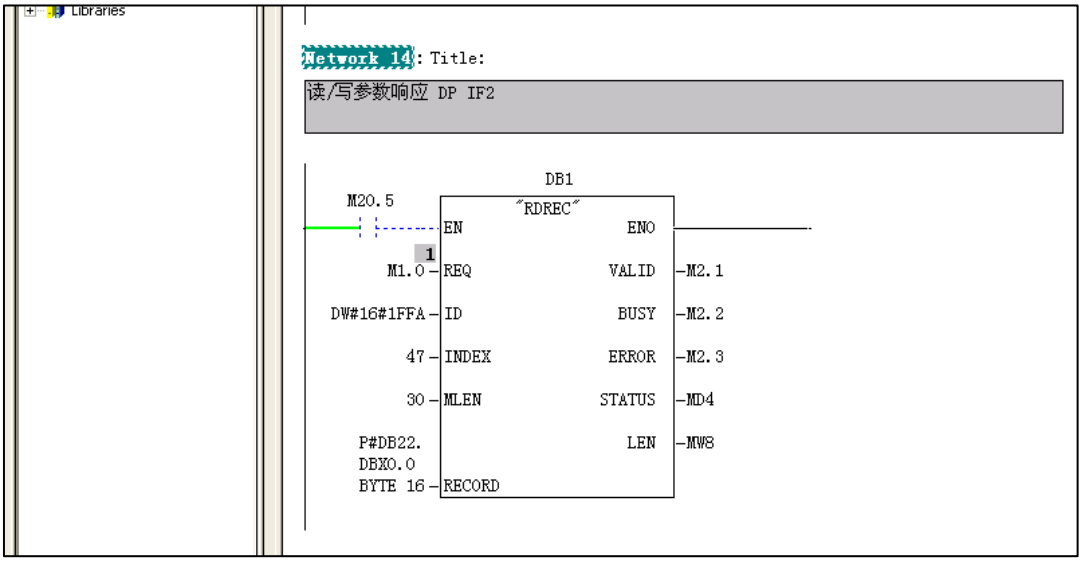

图 22 PROFIBUS DP 读参数响应
(1) 使用标志位 M0.0 及功能块 SFB53 将读请求(数据集 RECORD DB11)(图 22)发送至驱动器。